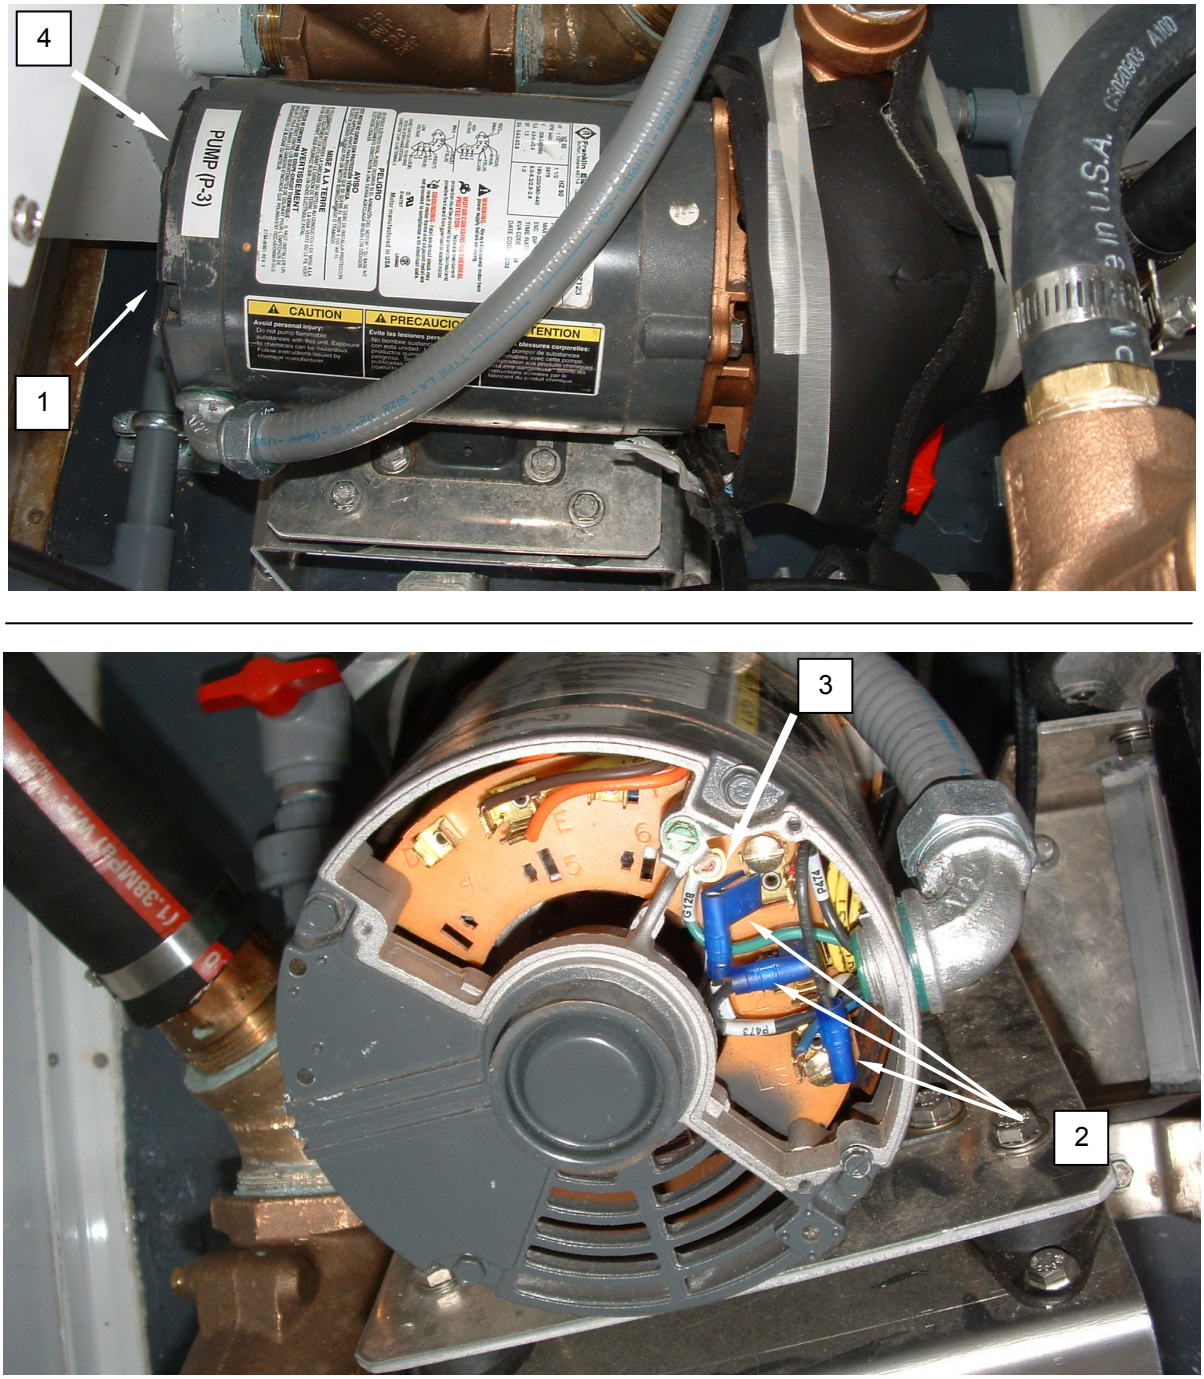

Figure 1. Test Pump P-3.
2. Remove screws retaining pump end cover **(Figure 1, Item 1)**, and remove pump end cover.
4. Use an ohmmeter to test for 2 - 4 ohms resistance between motor leads L1, L2, and L3 **(Figure 1, Item 2)**.
5. Use an ohmmeter to test for infinite resistance between each motor lead **(Figure 1, Item 2)** and ground **(Figure 1, Item 3)**.
6. Replace a pump motor **(Figure 1, Item 4)** that has open or shorted windings.
8. Install pump end cover **(Figure 1, Item 1)** and retain with screws.